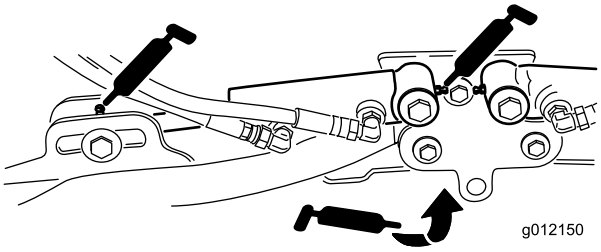

Figur 48
- Klippenheternas lyftarmscylindrar (2 var) (Figur 48)
- Lyftarmens svängtappar (1 var) (Figur 48)